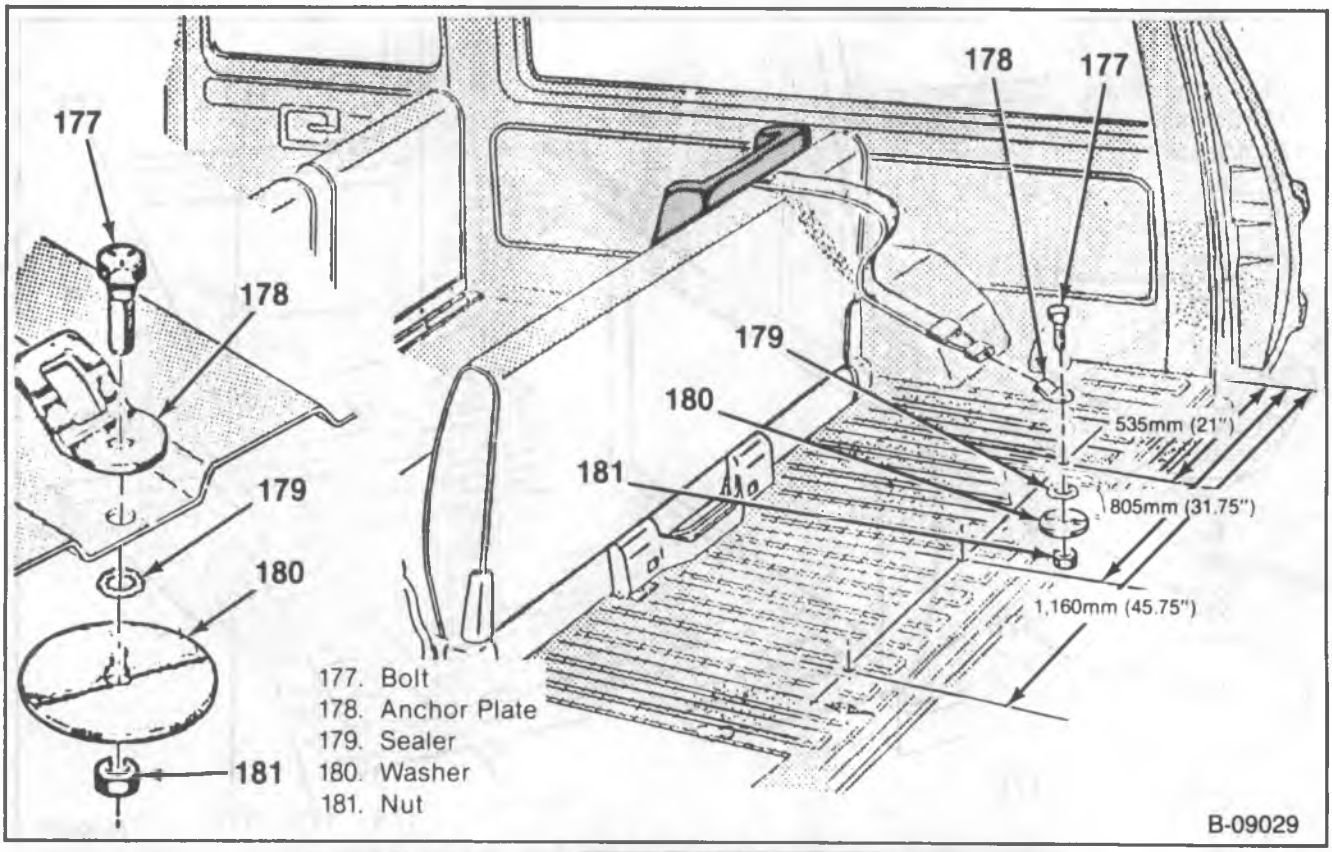

Figure 33—Suburban Third Seat Top Strap Belt Components
1. Determine the location for the anchor by measuring 127 mm (5-inches) forward from the rear edge of the floor pan. Make this measurement in the center of one of the depressed floor pan ribs (figure 33).